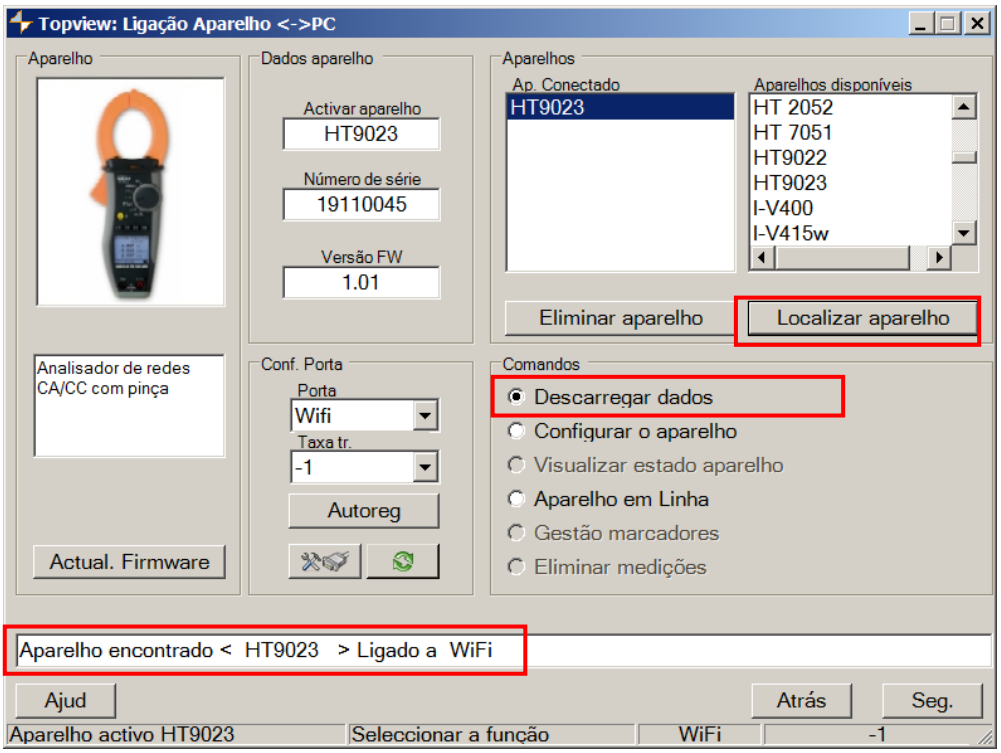

Fig. 16: Reconhecimento de equipamento no software TopView
6. Inicie o software TopView, abra a seção "**PC Ligação ao Aparelho**", execute o comando "Localizar aparelho" e verifique o reconhecimento (consulte a Fig. 16)